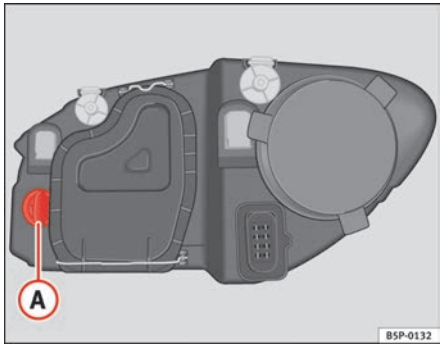

Fig. 183 Turn signal lamps
– Rotate the lamp holder ⇒ fig. 183 (A) to the left and pull.